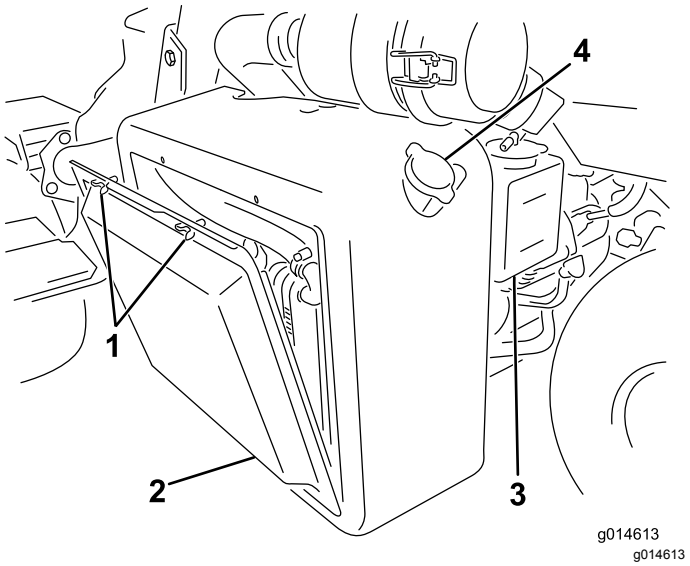

Figur 40
1. Afmonter kølergitteret (Figur 40).
2. Kontroller kølervæskestanden (Figur 40 og Figur 41).